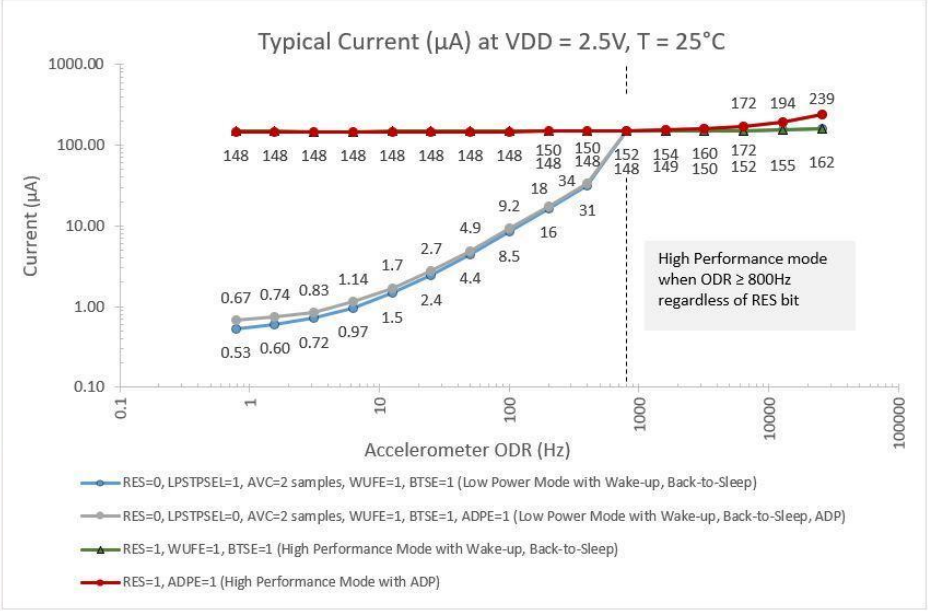

**Figure 2:** Current as a function of Output Data Rate (ODR) and Power Mode Settings
1. Current varies with Output Data Rate (ODR) as shown in Figure 2, types and number of enabled digital engines, the average filter control settings, and VDD. Measured with OWUF<2:0> = 0, OSA<3:0> = 0, AVC<2:0> = 1, LPSTPSEL = 1.